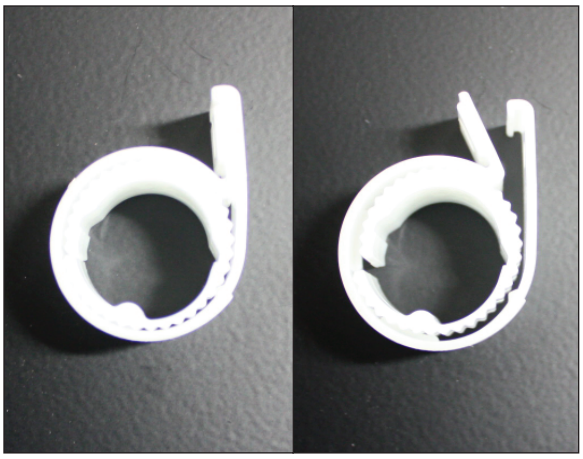

Fig. 9 Closed clamp Fig. 10 Open clamp
3. Remove the closed clamps and inner rings (Fig. 9) by unclipping the clamp ends located above the screw opening. This will release the grip around the inner ring (Fig. 10) and allow for the two pieces to be separated from one another.
3. Line-up the closed clamps (Fig. 9) and light rod with the existing screw holes on the case and re-attach.